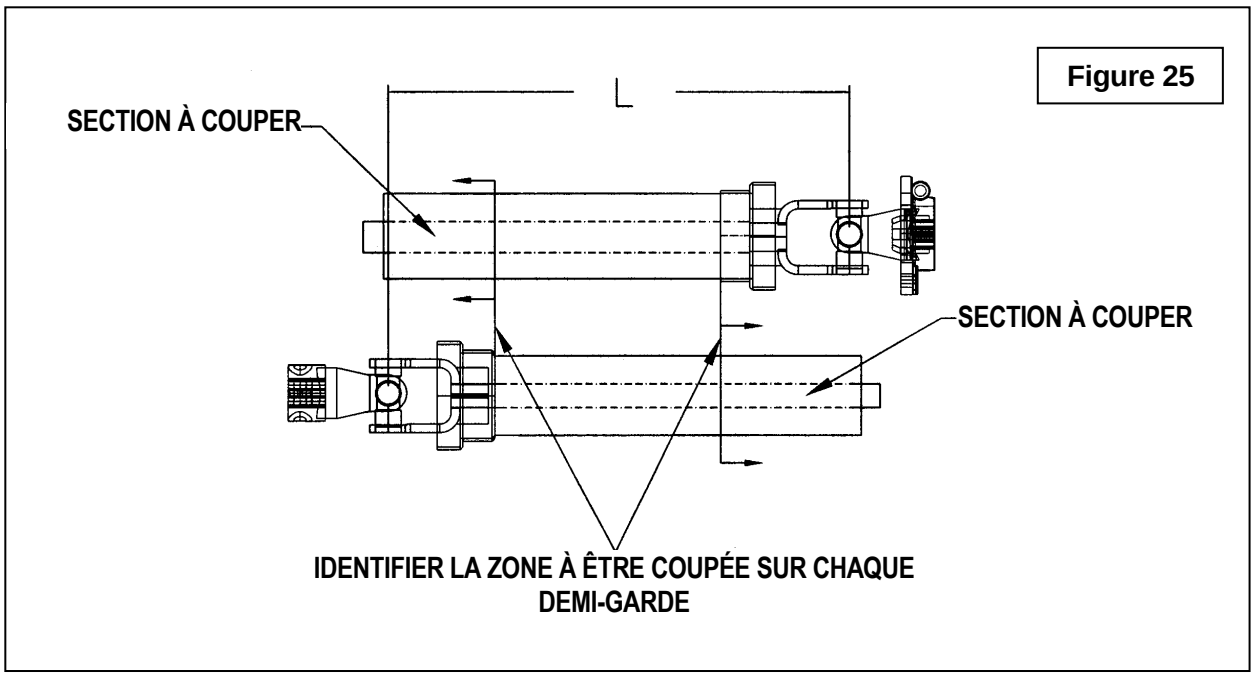

Figure 25
2. Choisir dans le tableau ci-contre le facteur **"Y"** d'après la catégorie de l'attache et déduire ce nombre de **"X"** (fig.24) pour déterminer **"L"** (fig.25) qui est la longueur centre en centre entre les joints universels.
3. **Figure 25:** Placer les deux demi arbres l'un à côté de l'autre et trouver la longueur **"L"** entre les deux centre en centre des joints universels. Identifier la zone à être couper sur chaque demi-garde tel qu'illustré à la Figure 25.